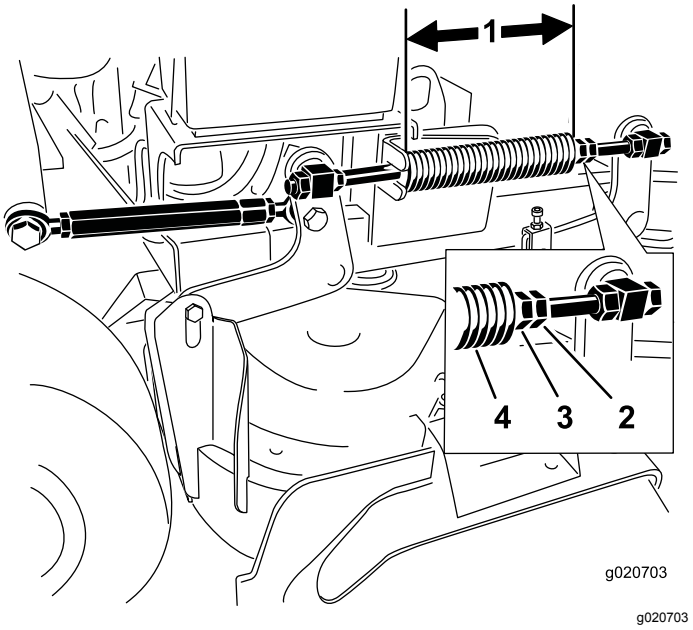

Rysunek 87
Informacja: Wysokość nominalna wynosi 28,2 cm dla podwozia tnącego o szerokości 91 cm i 25,7 cm dla podwozia tnącego o szerokości 102 cm (Rysunek 87).
3. Wyreguluj odległość, odkręcając przeciwnakrętkę sprężyny oraz dokręcając nakrętkę z przodu każdej sprężyny (Rysunek 87).
4. Zablokuj nakrętkę, dokręcając przeciwnakrętkę sprężyny (Rysunek 87).